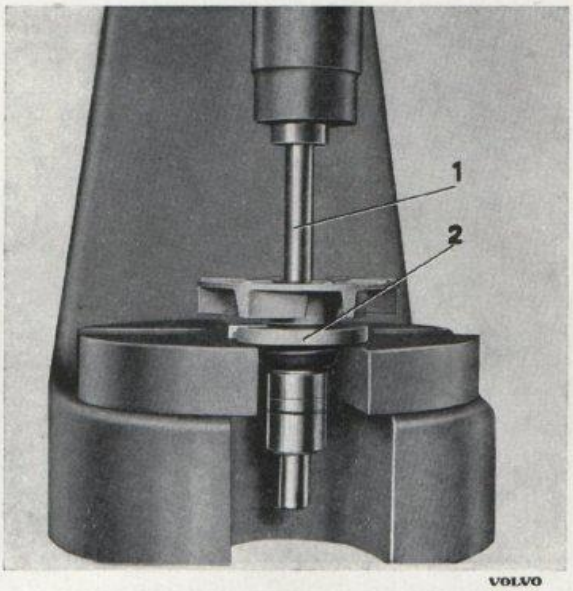

Bild 1-84. Demontering av skovelhjul från axel
3. Tryck ned tätningsringen och för in pressbrickan SVO 2429 under skovelhjulet. Bild 1-84.